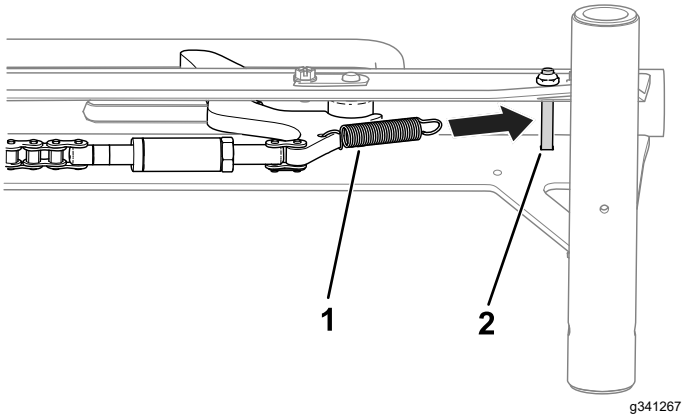

Rysunek 5
7. Podłącz sprężynę do ogranicznika koła i przykręć ją od środka do zespołu szyny (Rysunek 5).